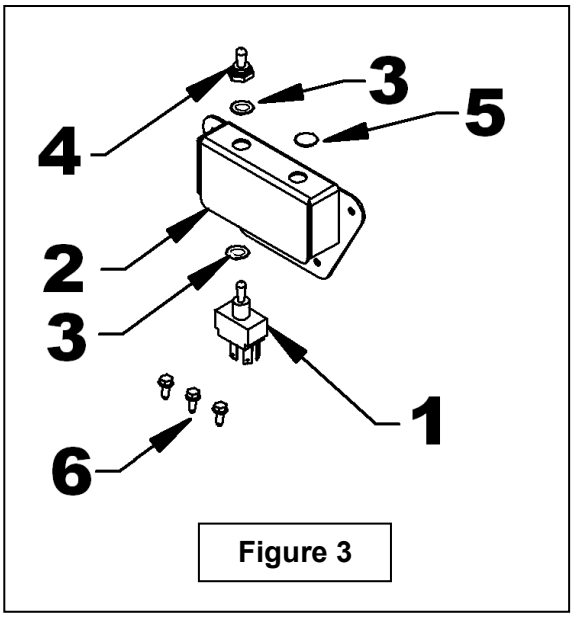

Figure 3
7. **Figure 3:** Insérer l'interrupteur (item 1) dans le boîtier (item 2), fixer avec les deux écrous (items 3) fournis avec l'interrupteur et visser le capuchon de caoutchouc (item 4) dans l'ordre illustré. Insérer le bouchon de plastique (item 5) dans le trou libre du boîtier (si nécessaire).
8. **Figure 3:** Installer le boîtier d'interrupteur à un endroit qui permettra un accès facile lors de l'opération de la souffleuse. Bloquer à l'aide de trois vis auto-perçantes #10 x 1/2" (item 6). Laisser un trou libre pour installer le fil de mise à la terre. Éviter d'installer le boîtier où il y a déjà des fils, cela pourrait les endommager.